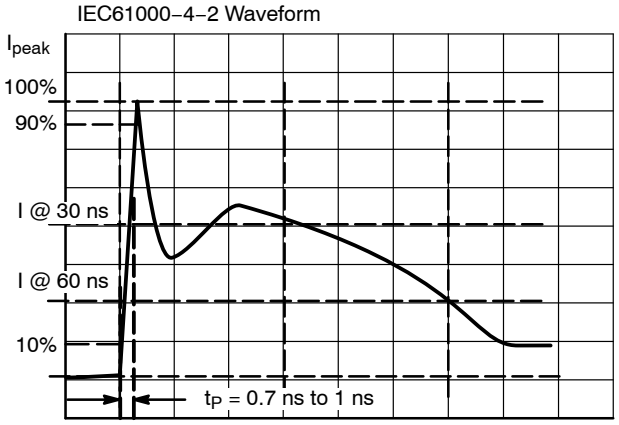

Figure 3. IEC61000−4−2 Spec
5. For test procedure see Figures 3 and 4 and Application Note AND8307/D.